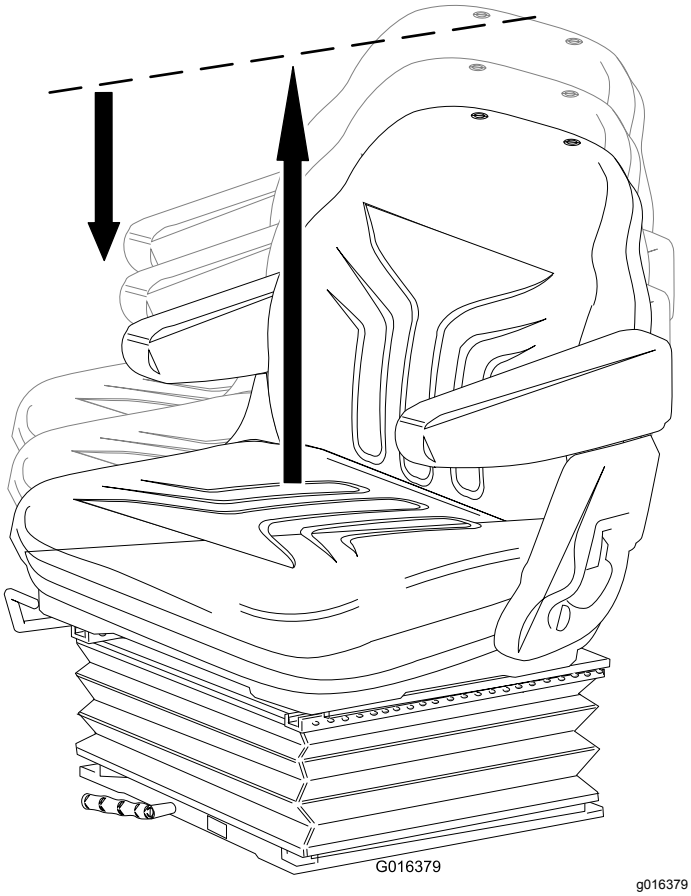

Figur 13
- **Höjdjustering:** Lyft sätet manuellt för inkrementell höjdjustering. Sänk sätet genom att lyfta det högre än den högsta inställningen. Låt det sedan sjunka till den lägsta inställningen (Figur 13).